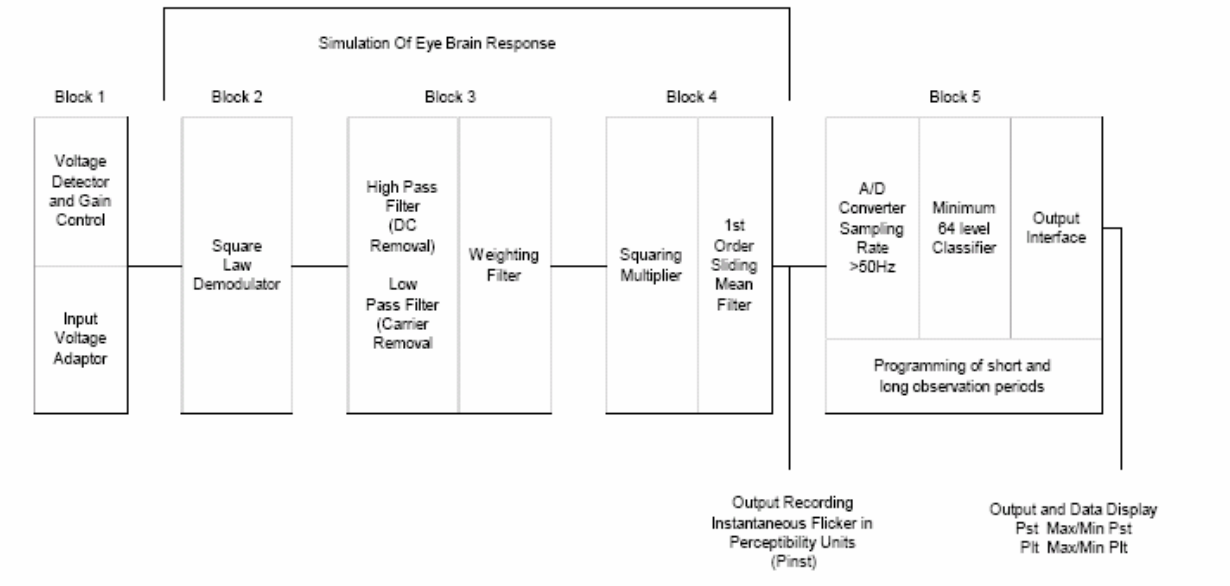

图 12.1：眼脑反应的仿真
- 闪变往往是由电压波动引起的，而造成电压波动的原因是由于负荷的变化，例如电弧炉、激光打印机和微波炉等。为建立人的眼脑对闪变的复杂的感知模型，先由电网产生信号，经过以下几个模块的处理过程，见图 12.1。